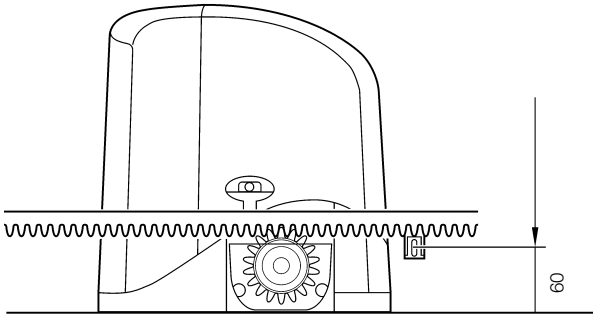

Abbildung 10
• Prüfen, dass die Oberfläche für die Befestigung der Zahnstange geeignet ist. Siehe Abbildung 10 für die Zahnstange CR100.